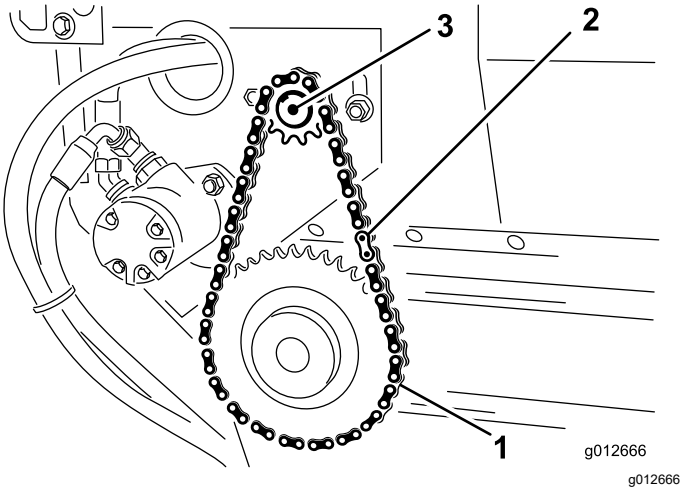

**Figur 29**
2. Ta bort huvudlänken från kedjan och ta bort kedjan från det lilla drevet (Figur 29).